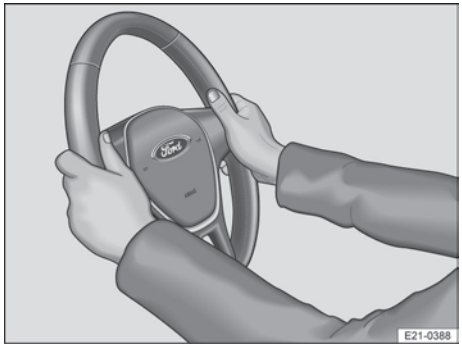

Fig. 64 En el volante: posición equivalente a las 9 y las 3 horas.
2. Ajuste el volante de forma que pueda sujetarlo con ambas manos por los lados, por su parte exterior, en la posición equivalente a las 9 y las 3 horas → Fig. 64 con los brazos ligeramente flexionados.